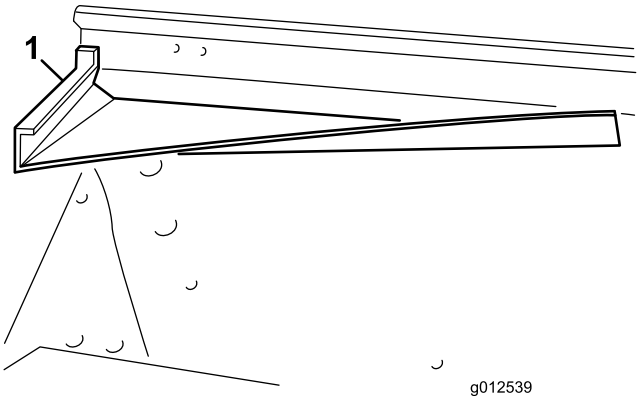
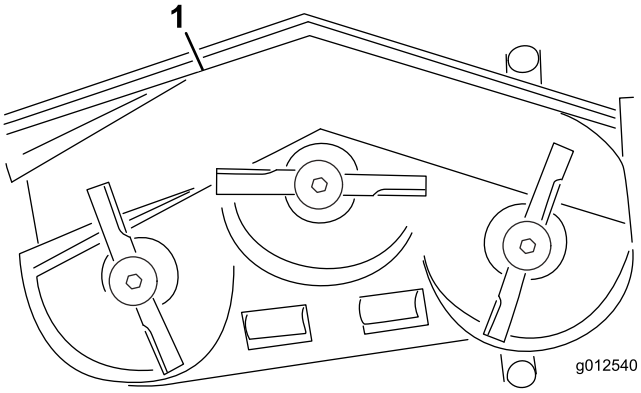
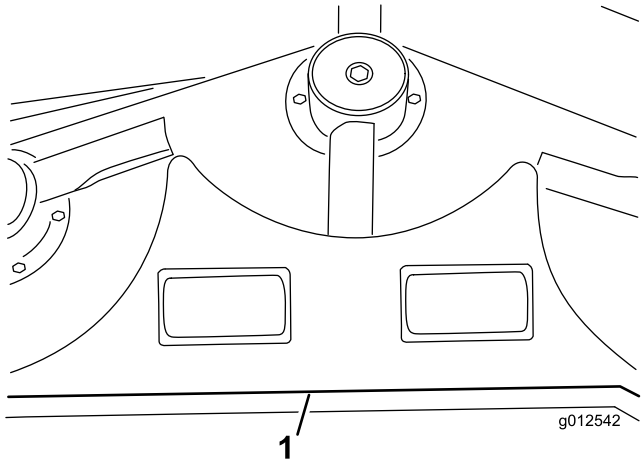
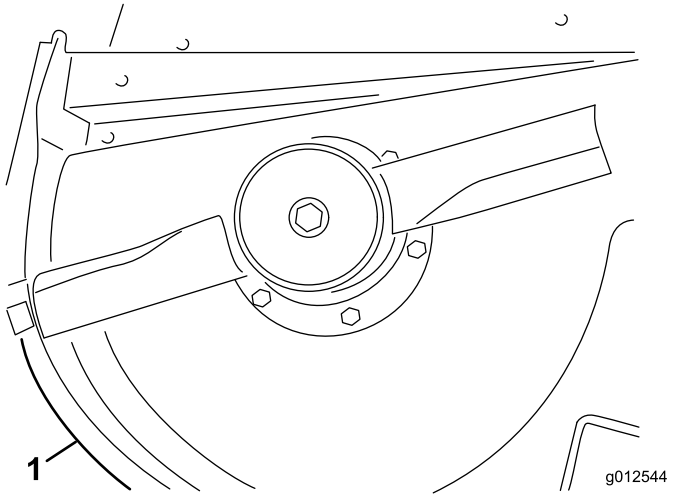

図 11
図 12
図 14
図 16
1. 前デフレクタをデッキにセットするデフレクタの後部を排出口に合わせてセットする 図 11 と 図 12。
8. デッキの既存の穴に後シェルフを取りつけるボルト3/8-16 x 1 インチ 4本とロックワッシャ 3/8 インチを使用する 図 14。
9. 左シェルフを、後シェルフの左端とデッキのエッジに合わせてセットする 図 12 と 図 14。
11. 右シェルフを、後シェルフの右端とデッキのエッジに合わせてセットする 図 12 と 図 16。左シェルフを型紙として、デッキに直径 7.1mm の穴を3つ開ける。